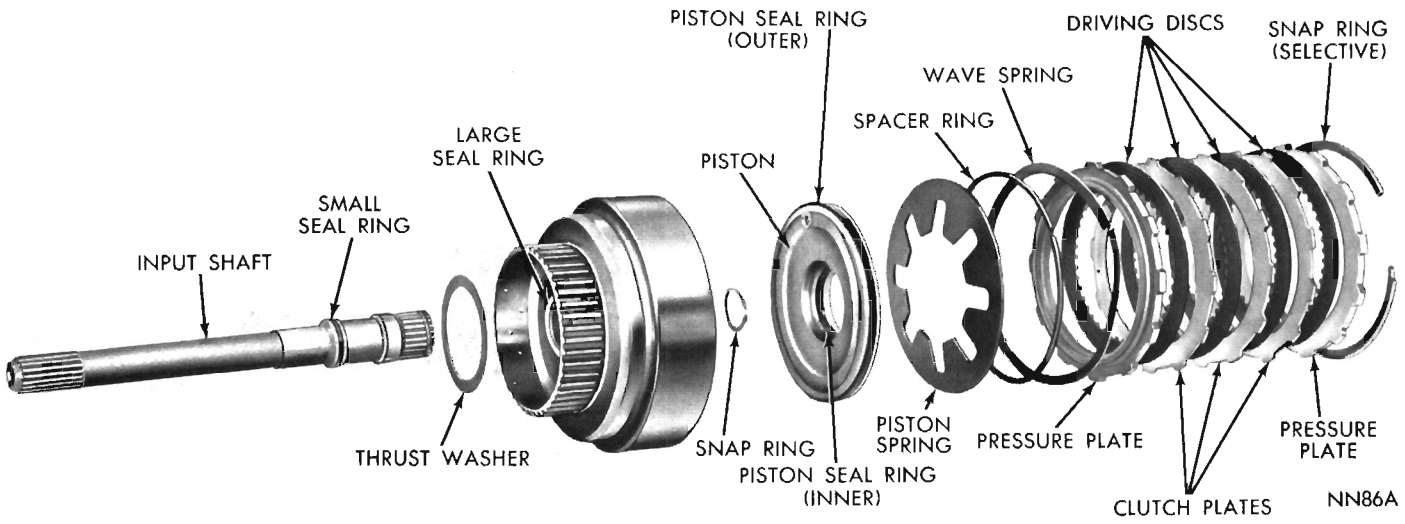
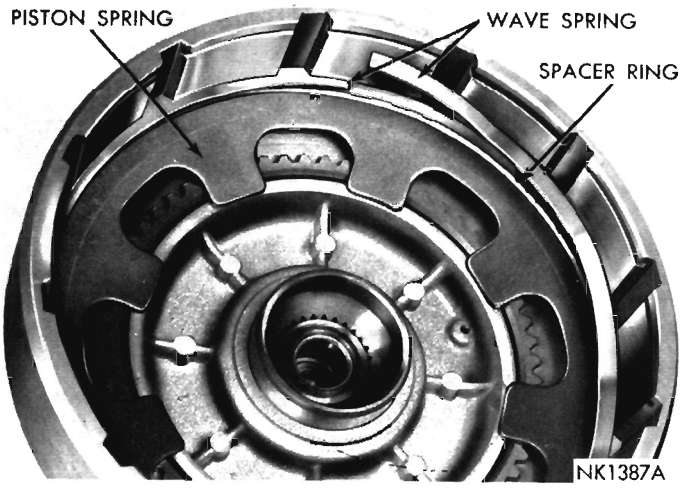
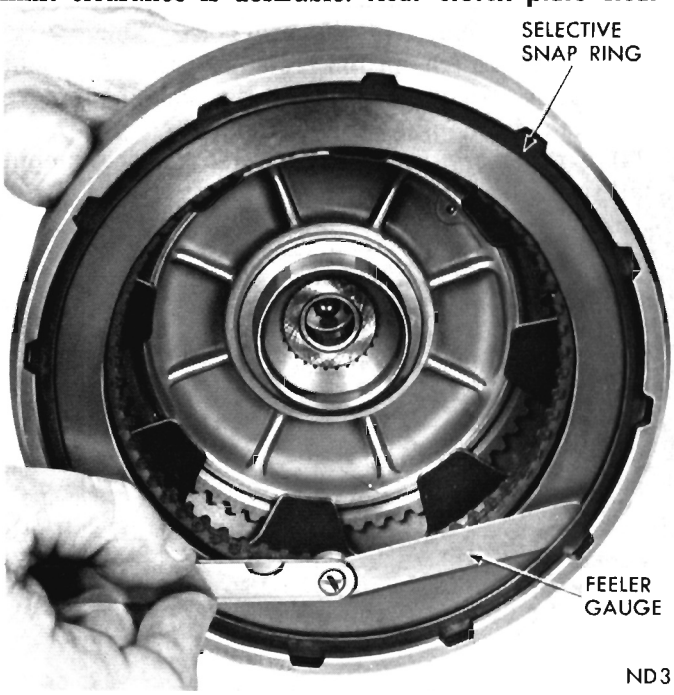
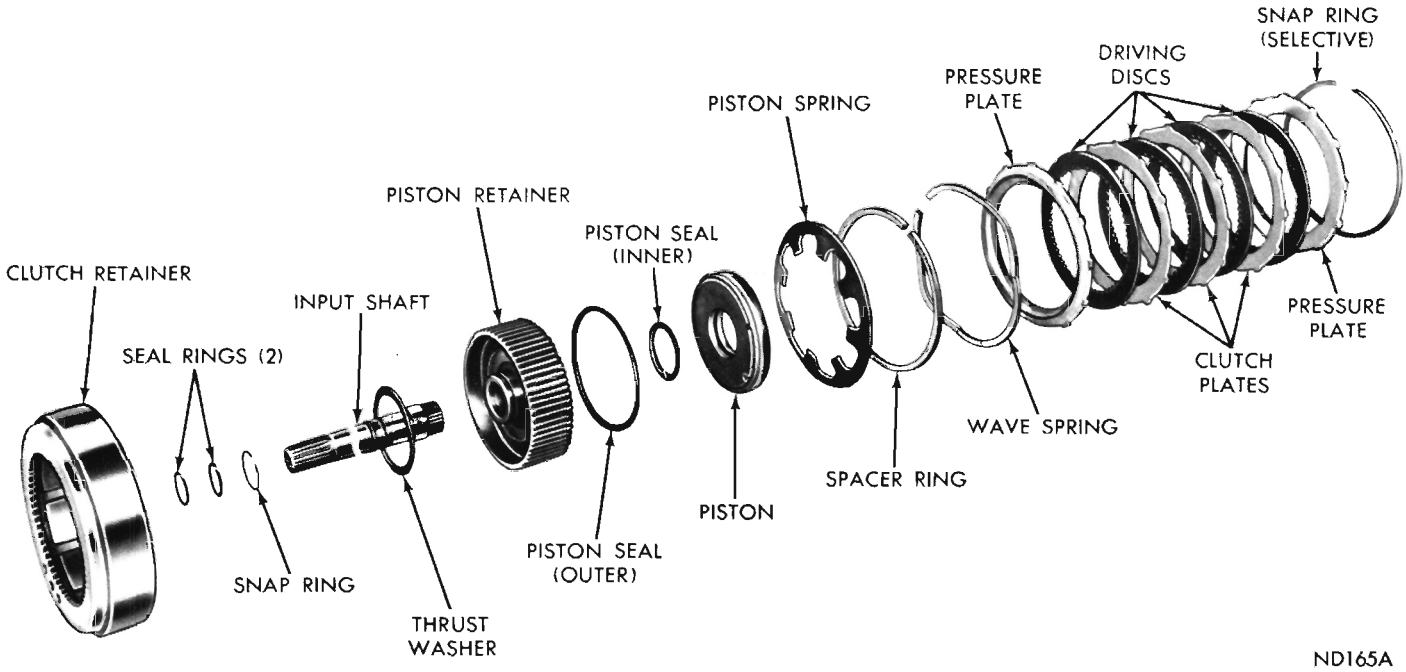

Fig. 78—Rear Clutch Disassembled (A-904)
Fig. 79—Installing Rear Clutch Spring, Spacer Ring and Wave Spring
Fig. 80—Measuring Rear Clutch Plate Clearance
Fig. 81—Rear Clutch Disassembled (A-727)
Figure 78 shows a disassembled view of the rear clutch assembly.
Inspect interlocking seal rings (Fig. 78) on input shaft and piston retainer for wear or broken locks, make sure they turn freely in the grooves. Do not remove rings unless conditions warrant. Inspect rear
(1) If removed, press input shaft into piston retainer and install snap ring.
(2) Lubricate and install inner and outer seal rings on clutch piston. Make sure lip of seals face toward head of clutch retainer, and are properly seated in piston grooves (Fig. 78).
(3) Place piston assembly in retainer and, with a twisting motion, seat piston in bottom of retainer.
(4) Place clutch piston spring and spacer ring on top of piston in clutch retainer, make sure spring and spacer ring are positioned in the retainer recess. Start one end of wave spring in retainer groove (Fig. 79), then progressively push or tap spring into place making sure it is fully seated in the groove.
(5) Install inner pressure plate in clutch retainer with raised portion of plate resting on the spring.
(6) Lubricate all clutch plates, install one lined plate followed by a steel plate until all plates are installed. Install outer pressure plate and selective snap ring. **The A-904 transmission uses two plates and three discs in rear clutch for both six cylinder engines. Three plates and four discs are used in the A-904 transmissions for eight cylinder engines.**
(7) Measure rear clutch plate clearance by having an assistant press down firmly on outer pressure plate, then insert a feeler gauge between the plate and snap ring (Fig. 80). The clearance should be between .032-.055 inch. If not, install a snap ring of proper thickness to obtain specified clearance. Low limit clearance is desirable. **Rear clutch plate clear-**
Figure 81 shows a disassembled view of the rear clutch assembly.
Inspect interlocking seal rings (Fig. 81) on input shaft for wear or broken locks, make sure they turn freely in the grooves. Do not remove rings unless conditions warrant. Inspect bushing in input shaft for wear or scores. Inspect rear clutch to front clutch thrust washer for wear. Washer thickness should be .061 to .063 inch, replace if necessary.
(1) If removed, press input shaft into clutch piston retainer and install snap ring.
(2) Lubricate and install inner and outer seal rings on clutch piston. Make sure lip of seals face toward head of clutch retainer, and are properly seated in piston grooves (Fig. 81).
(3) Place piston assembly in retainer and, with a twisting motion, seat piston in bottom of the retainer.
(4) Position clutch retainer over piston retainer splines and support the assembly so clutch retainer remains in place.
(5) Place clutch piston spring and spacer ring on top of piston in clutch retainer, make sure spring and spacer ring are positioned in the retainer recess. Start one end of wave spring in retainer groove (Fig. 79), then progressively push or tap spring into place making sure it is fully seated in the groove.
(6) Install inner pressure plate in clutch retainer with raised portion of plate resting on the spring.
(7) Lubricate all clutch plates, install one lined plate followed by a steel plate until all plates are installed. Install outer pressure plate and selective snap ring.
(8) Measure rear clutch plate clearance by having an assistant press downward firmly on outer pressure plate, then insert a feeler gauge between the plate and snap ring (Fig. 80). The clearance should be between .025 to .045 inch. If not, install a snap ring of proper thickness to obtain specified clearance. Low limit clearance is desirable. **Rear clutch plate clearance is very important in obtaining proper clutch operation. The clearance can be adjusted by the use of various thickness outer snap rings. Snap rings are available in .060-.062, .074-.076, .088-.090 and .106-.108 inch thickness.**